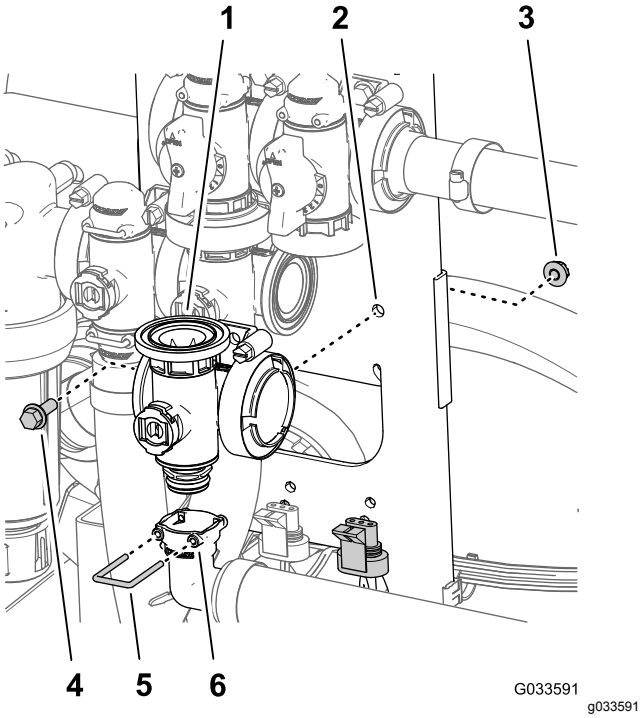

Figur 130
5. Ret stikket på 90°-udgangsfittingen på koblingsfittingen ind efter bunden af manifolden til hovedbommens ventil (Figur 130).
6. Fastgør udgangsfittingen på koblingsfittingen ved at indsætte en holder i udgangsfittingens stik (Figur 130).